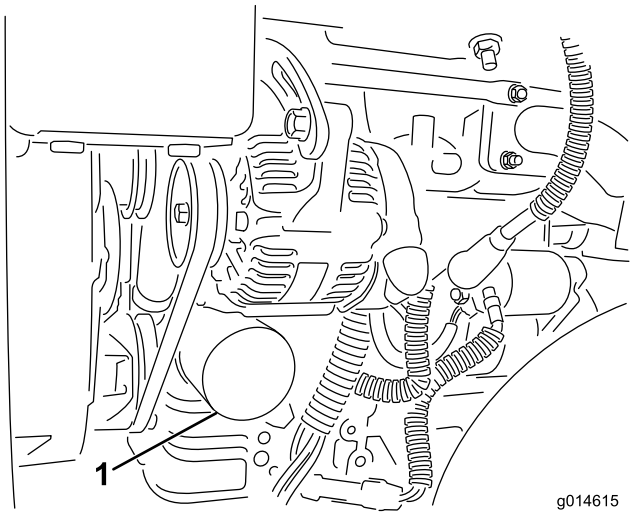

Figuur 48
2. Verwijder het oliefilter (Figuur 48). Smeer een dun laagje schone olie op de pakking van het filter.